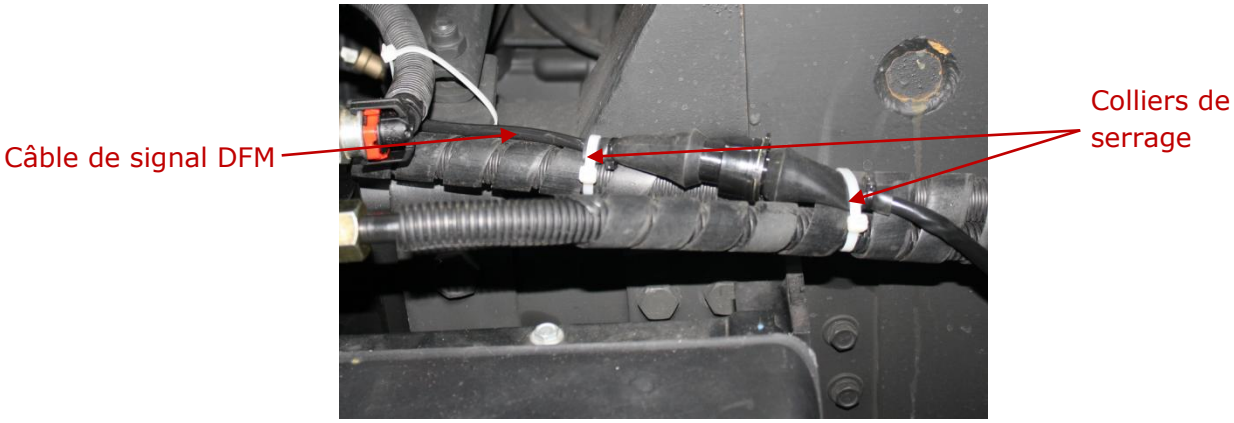

Figure 31 — Pose du câble de signal DFM
5) Il est **fortement recommandé de** poser le câble de raccordement du DFM avec le faisceau électrique standard du Véhicule et de le fixer obligatoirement par des colliers tous les 50 cm (voir figure 31).